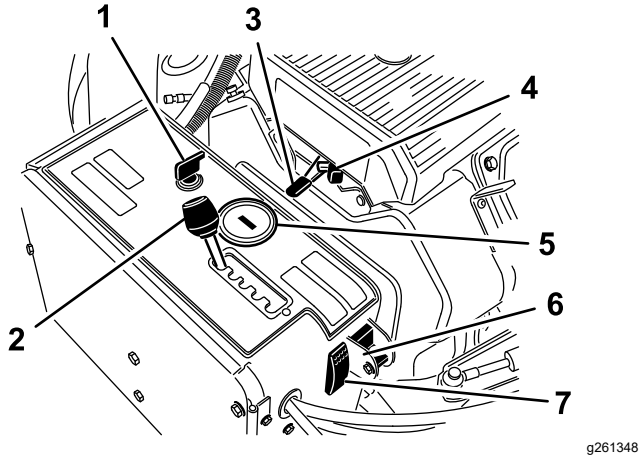

**Figure 12**
Use the ignition switch (Figure 12), to start and shut off the engine. The switch has 3 positions:
Move aerator spacing lever (Figure 12) to desired hole spacing or to T for transport.
Use the throttle lever (Figure 12) to control the engine speed. Moving throttle lever forward increases engine speed (FAST position); backward decreases engine speed (SLOW position). The engine speed regulates the speed of the coring head and controls the ground speed of the machine.
- When the engine shuts off, the hour meter/tachometer (Figure 12) displays the number of hours the engine has run.
Use the choke when starting a cold engine (Figure 12).
Rotate the switch to the down position to turn off the TrueCore feature (Figure 12). Remove the bolt to access the manual ground switch.
Press the system reset switch (Figure 12) to raise the coring head if the machine becomes disabled (e.g., the machine runs out of fuel).